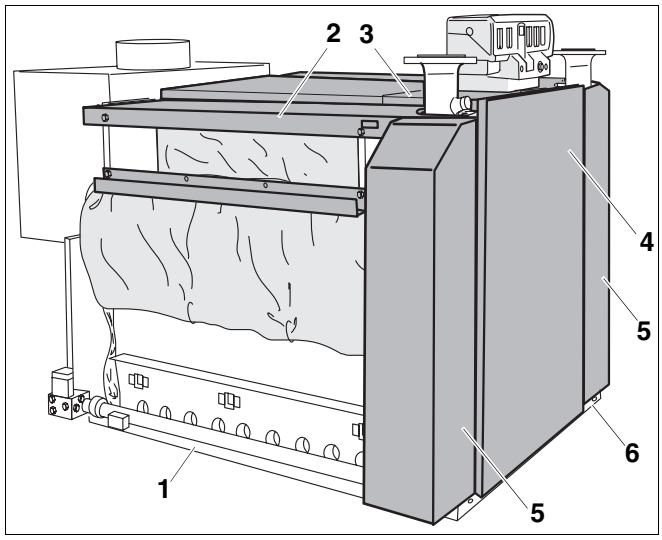

Afb. 71 Onderdelen ketelmantel monteren
- De beide smalle zijdelingse voorwanden (afb. 71, **pos. 5**) worden onderaan tussen de langs- (afb. 71, **pos. 1**) en dwarssokkel (afb. 71, **pos. 6**) geplaatst en boven aan de zijdelingse ketelafdekkappen (afb. 71, **pos. 2**) gehangen.
- De voorwand (afb. 71, **pos. 4**) wordt onderaan tussen de smalle zijdelingse voorwanden (afb. 71, **pos. 5**) en de dwarssokkel (afb. 71, **pos. 6**) evenals in de voorste ketelafdekkap (afb. 71, **pos. 3**) gestoken.
- Schroef de voorwand onderaan met een schroef met vlakke kop 3,9 x 9,5 aan de dwarssokkel (afb. 71, **pos. 6**).
- Schroef de beide smalle zijdelingse voorwanden (afb. 71, **pos. 5**) aan de langssokkels (afb. 71, **pos. 1**) met schroeven met een vlakke kop 3,9 x 9,5 vast.